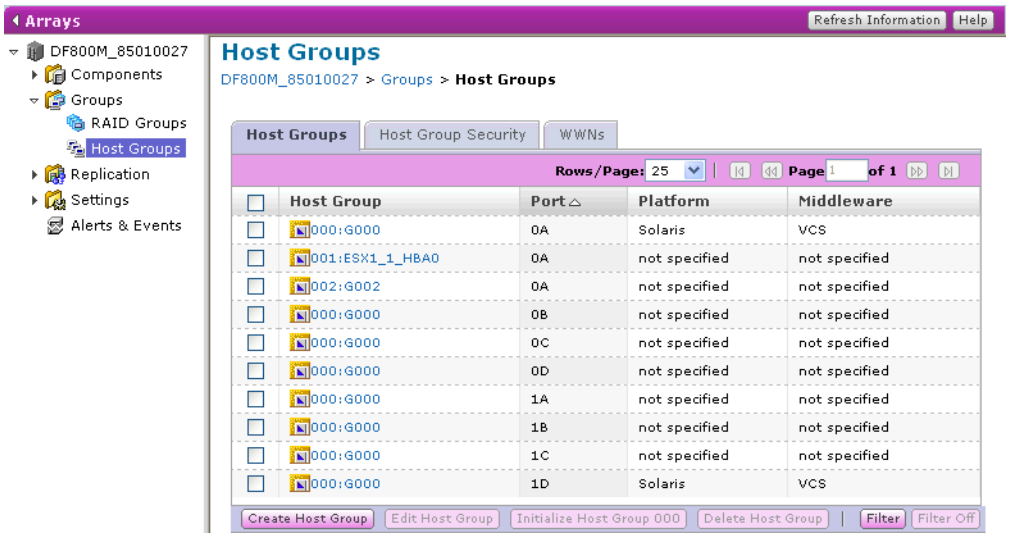
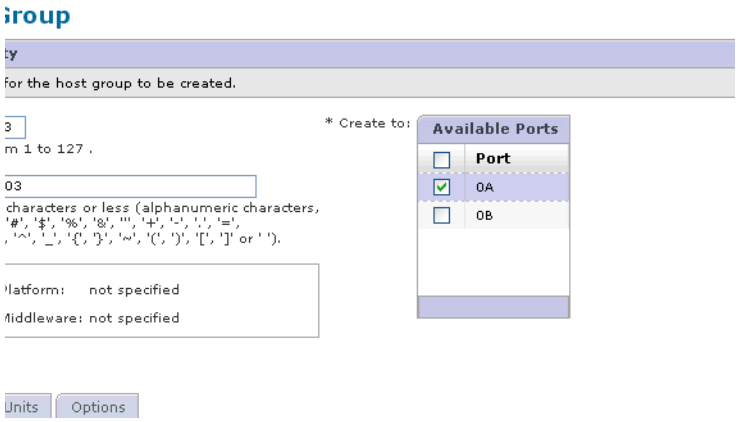

Figure 8-23: Host Groups Window
Figure 8-27: WWNs Tab
3. Expand the **Groups** list, and click **Host Groups**. The **Host Groups** window appears (see Figure 8-23).
1. In the Hosts Groups window (Figure 8-23 on page 8-25), select the appropriate host group, and click **Initialize Host Group 000**.
1. In the Host Groups window (Figure 8-23 on page 8-25), select the appropriate host group and click **Delete Host Group**.
1. In the Host Groups window (Figure 8-23 on page 8-25), click the WWNs tab. The WWNS tab appears (see Figure 8-27).
1. In the Host Groups window (Figure 8-23 on page 8-25), click the WWNs tab. Figure 8-27 on page 8-29 appears.